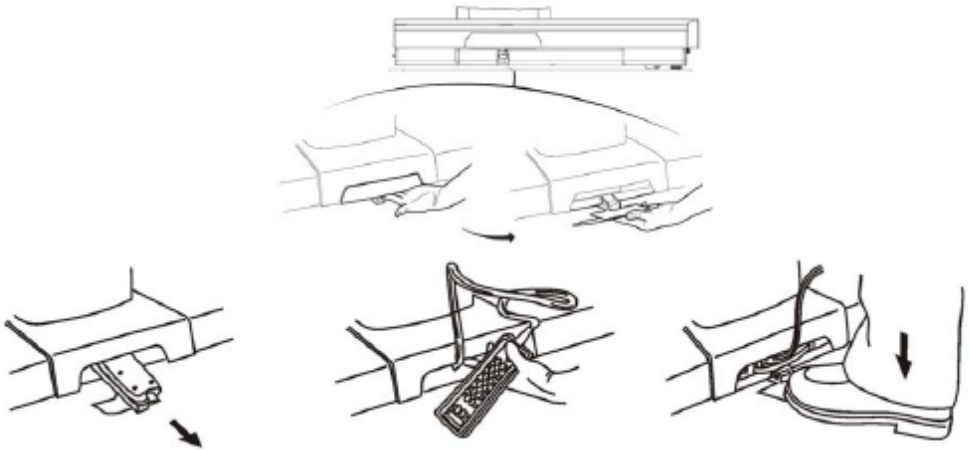

Figura 5-5. Sistema de control de respaldo (anulación)
Para operar el sistema, proceda de la siguiente manera (consulte *Figura 5-5*):
3. **Cuando se presiona un botón SLIDE, el LED verde (ver *Figura 5-5*) junto a la palabra PRECAUCIÓN debe iluminarse indicando que el sistema está activo.**
Cuando la situación se haya corregido y esté disponible el funcionamiento normal de la mesa quirúrgica, reemplace el sistema de control de respaldo de la siguiente manera (consulte *Figura 5-5*):